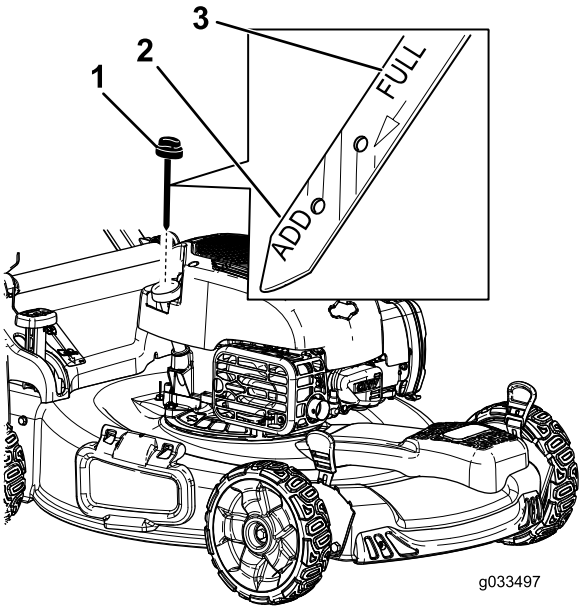

Figur 32
6. Tag målepinden ud af oliepåfyldningsrøret (Figur 32).